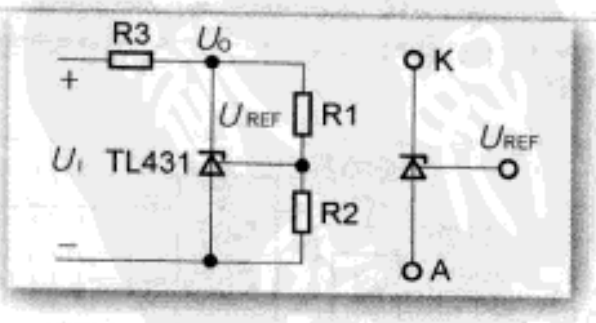
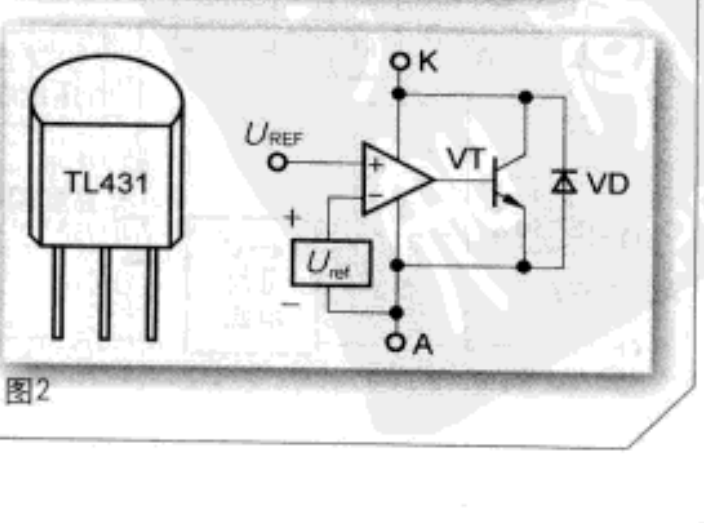

图1
图2
TL431是一个有良好的热稳定性能的三端可调分流基准源。它的输出电压用两个电阻就可以任意地设置到从U_{ref}（2.5V）到36V范围内的任何值。其性能优良，质优价廉，广泛用于开关电源或精密线性稳压电源中，经常维修家电的人对此一定不陌生，TL431的电路图形符号和基本接线如图1所示。图1中，A为阳极，使用时需接地；K为阴极，需经限流电阻接正电源。U_{REF}是输出电压U_O的设定端，外接电阻分压器。TL431的外形图和等效电路如图2所示，主要包括①误差放大器，其同相输入端接从电阻分压器上得到的取样电压，反相端则接内部2.5V基准电压U_{ref}，也称为基准端；②内部2.5V基准电压源U_{ref}；③NPN型晶体管VT，它在电路中起到调节负载电流的作用；④保护二极管VD，它的作用是防止因K-A间电源极性接反而损坏芯片。